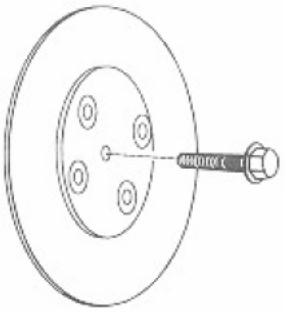

Figure 1-3. Shipping Bolt Removal
1. Remove the CD changer mechanism shipping bolt from the back of the phonograph cabinet *(See Figure 1-3).*